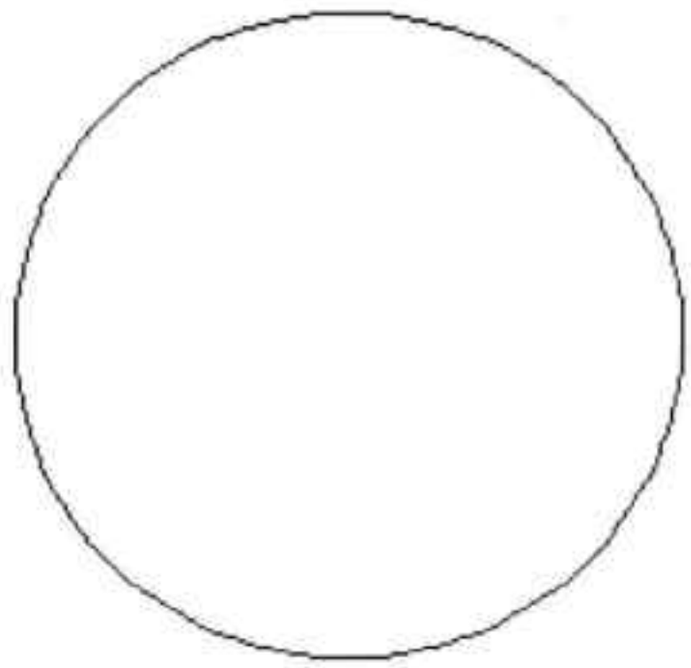

图12-38 绘制圆
Step01 启动 AutoCAD 2014 软件，执行“俯视图”命令，将当前视图设为俯视图。执行“圆”命令，绘制半径为 64.7mm 的圆，如图 12-38 所示。